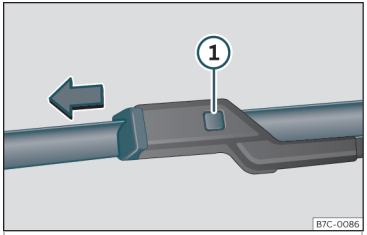

Fig. 41 Sostituzione delle spazzole dei tergicristalli.
- Mantenere premuto il tasto di sblocco ››› **fig. 41** ① tirando leggermente la spazzola nel senso della freccia.